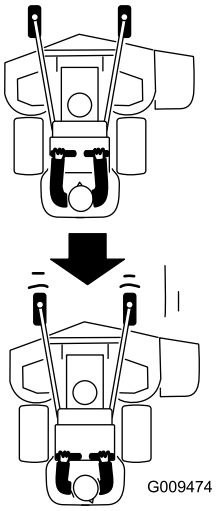

Bild 24
2. Ziehen Sie die Fahrantriebshebel langsam nach hinten (Bild 24).